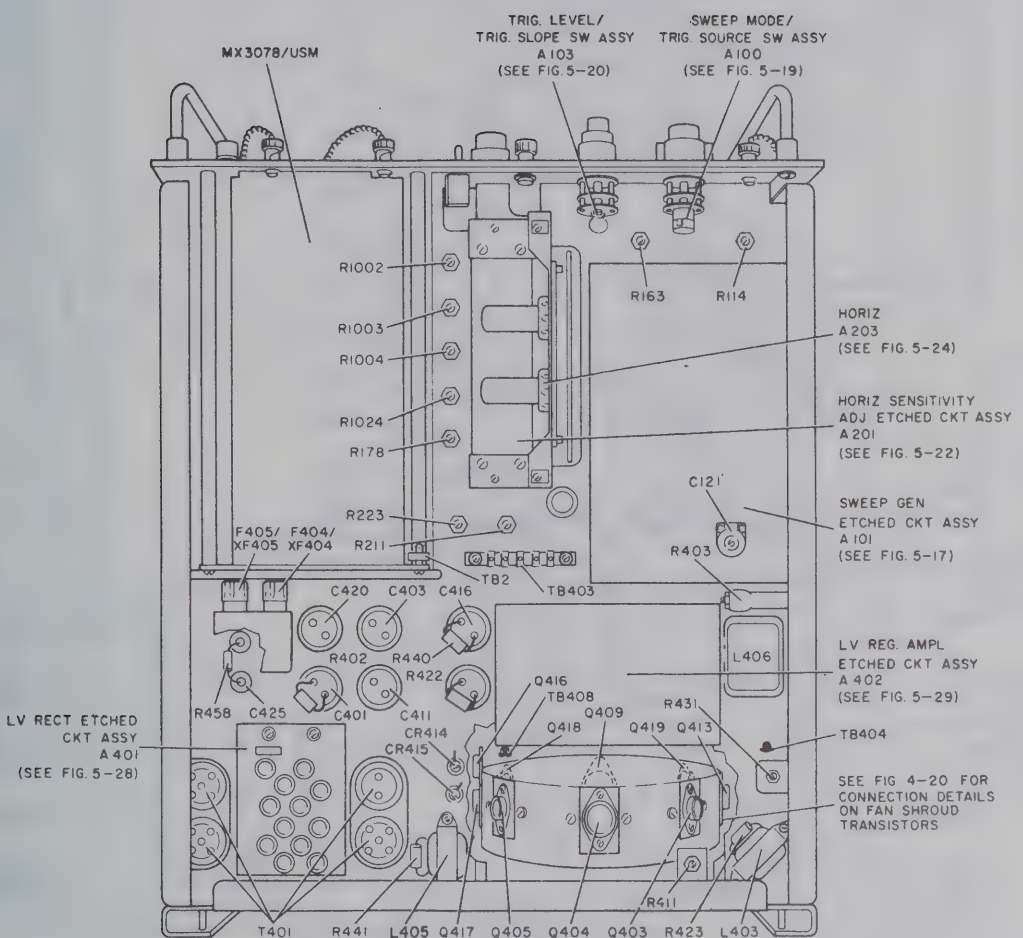

Figure 5-10. Bottom View, Location of Parts
(27) Remount assembly of circuit boards A201 and A203. Use 6-32 x 3/4 inch screws and #6 internal-tooth lockwashers (see figure 5-10).
(28) Route the orange and white/orange/yellow (or yellow/orange) wires (disconnected in step 20) through S1001 switch wafer D to wafer B in place of wires with corresponding colors supplied on replacement switch. Connect the routed wires to wafer B terminals in place of supplied wires.